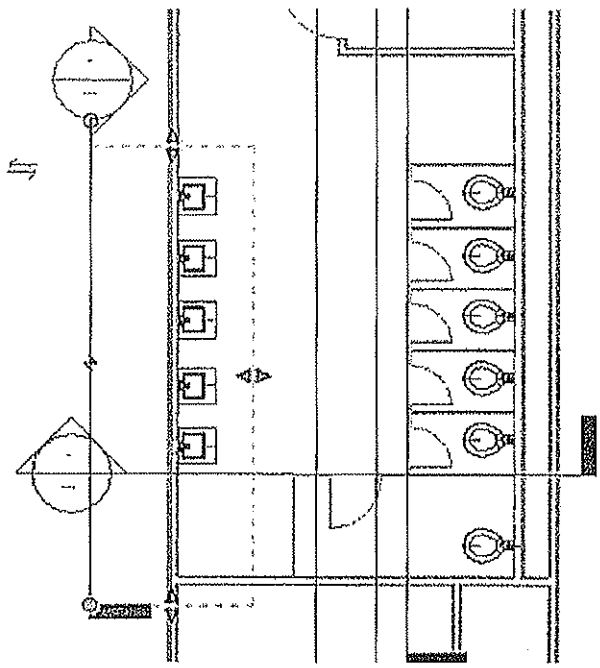

Figure 10–37
8. Reset **Temporary Hide/Isolate** so that the sections that were hidden are displayed. Create a new section facing the back of the lavatories. Limit the depth so that only the lavatories are displayed as shown in Figure 10–37.